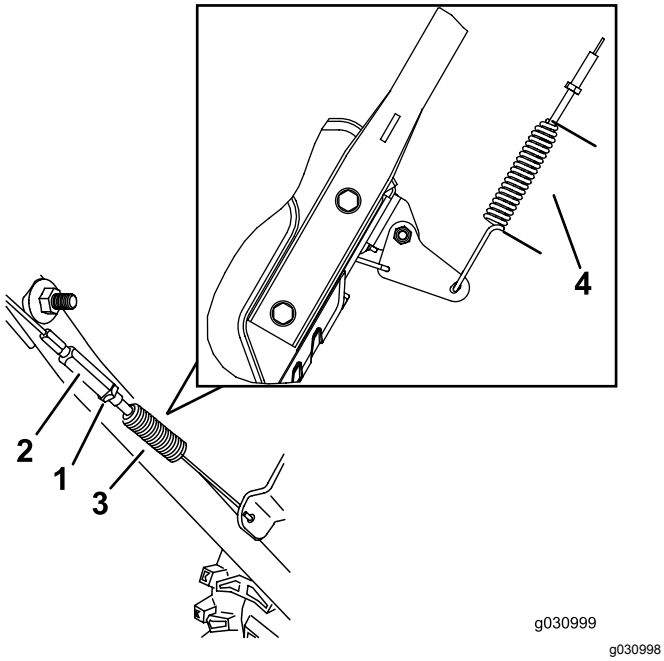

Figur 27
3. Lossa eller dra åt spännmuttern för att justera fjäderlängden till 5,5 cm enligt Figur 27.
4. Dra åt kontramuttern (Figur 27) och se till att kabeln är något spänd.